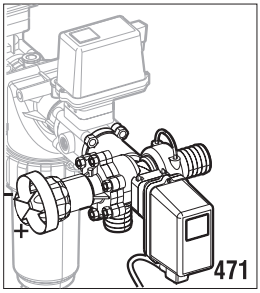

Abb. 9
5.1.2 Regelarmaturen mit Proportional-Ventil (Abb. 9)